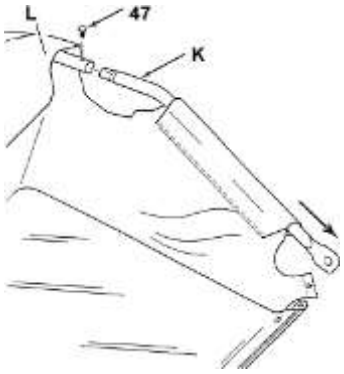

Abbildung 10
- Führen Sie die oberen Rahmenrohre (K) beidseitig in die Laschen der Auffangtasche (6) ein.
- Stecken Sie die Rahmenrohre (K) in das seitliche Rahmenrohr (L). Verbinden Sie die Rohre (K & L) mit den Kunststoffstopfen (47) (siehe Abbildung 10). Führen Sie diesen Schritt auf beiden Seiten aus.